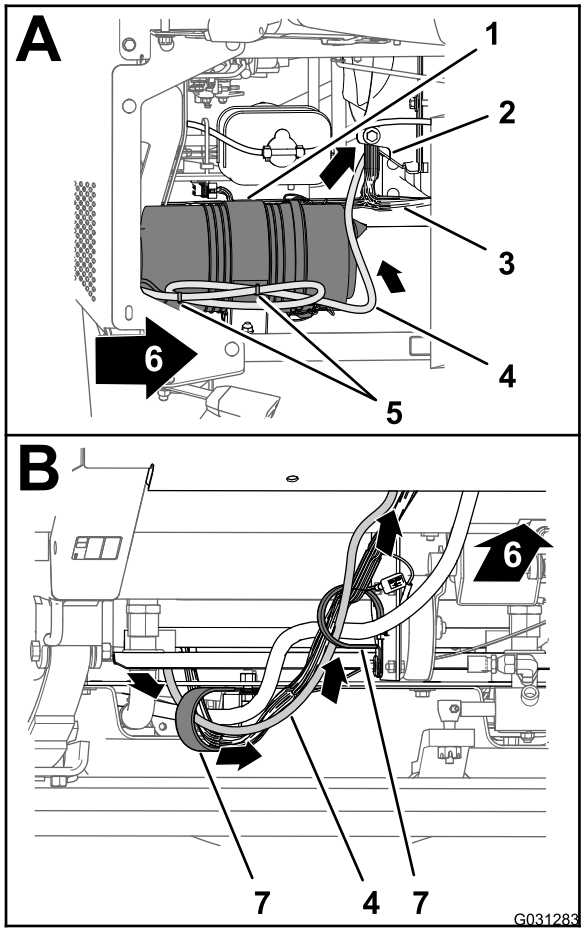

Figur 174
1. På høyre side av motorrommet fører du den 220 cm lange forgreningen av dataledningssatsen fremover til luftfilteret for motoren og ned mot det nedre høyre hjørnet av radiatoren (Figur 174).
2. Før den 220 cm lange forgreningen av dataledningssatsen fremover og gjennom de to R-klemmene nederst på maskinen (Figur 174).